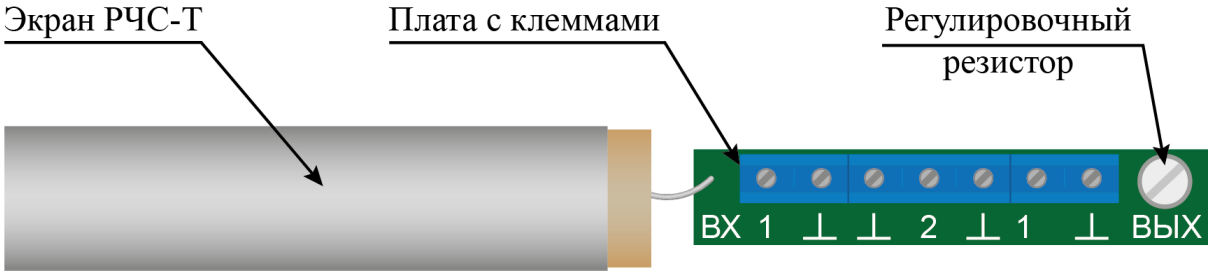

Рисунок 7.20
– отсоединить гермовводы каждого РЧС-Т, вынуть экраны с платой (рисунок 7.20), выдвинуть платы из экрана для обеспечения доступа к регулировочному резистору;
– установить регулировочный резистор (рисунок 7.20) каждого РЧС-Т в положение максимальной чувствительности (вращать по часовой стрелке до упора), при этом сигнальный светодиод БОС может загореться;